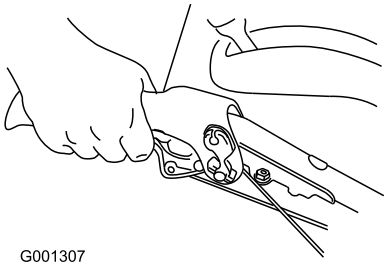

Bild 13
4. Kuppeln Sie zum Vorwärtsfahren den Fahrantrieb ein und drücken Sie den linken Fahrantrieb langsam zum Holm (Bild 13).